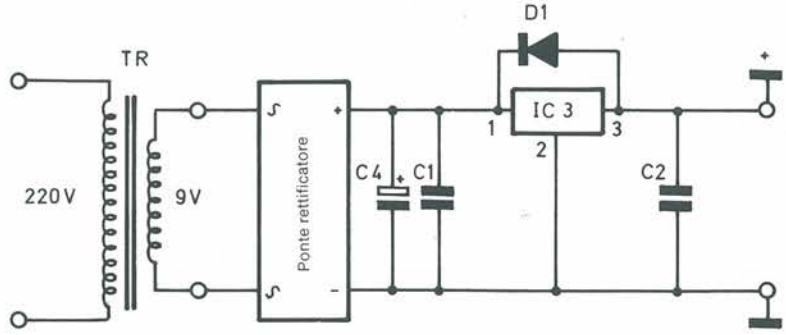

Figura 3. Struttura dell'alimentatore.
- Lo schema di principio dell'alimentatore è illustrato in Figura 3.